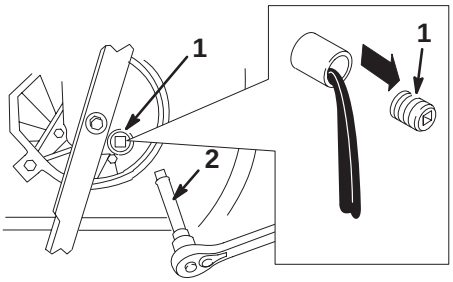

Bild 26
5. Entfernen Sie die Ölverschlussschraube und stellen den Rasenmäher wieder in seine Betriebsstellung. Lassen Sie dann das Öl in das Gefäß ablaufen (Bild 26).